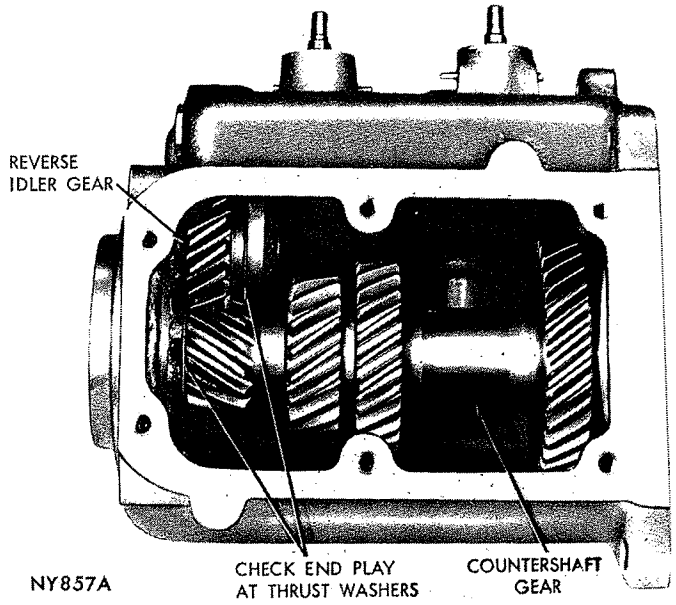

*Fig. 22—Countershaft and Reverse Idler Gear*
(1) Using a feeler gauge measure end play of countershaft gear (Fig. 22). The end play should be from .0045 to .028 inch. This measurement will determine if new thrust washers are to be installed at reassembly.
(2) Using countershaft bearing arbor, Tool C-578 for A-903 transmission or C-3834 for A-745 transmission, drive countershaft toward rear of case until small key can be removed from the countershaft.
(3) Drive countershaft remaining way out of case, keeping arbor tight against end of countershaft to prevent loss of the bearing rollers.
(4) Remove countershaft gear, thrust washers and thrust plate from the case.
(5) Remove bearing rollers, washers and center spacer from the countershaft gear.